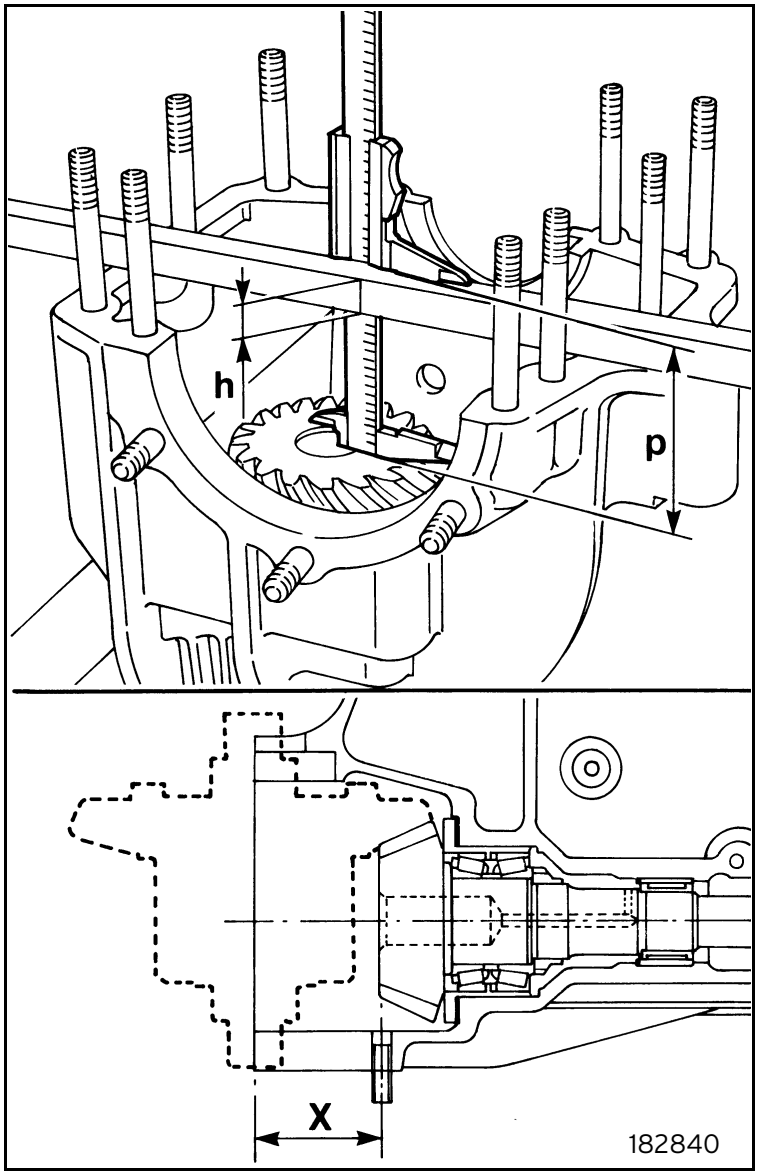

Fig. 40
- Check the correct value of dimension X as follows (figure 40):